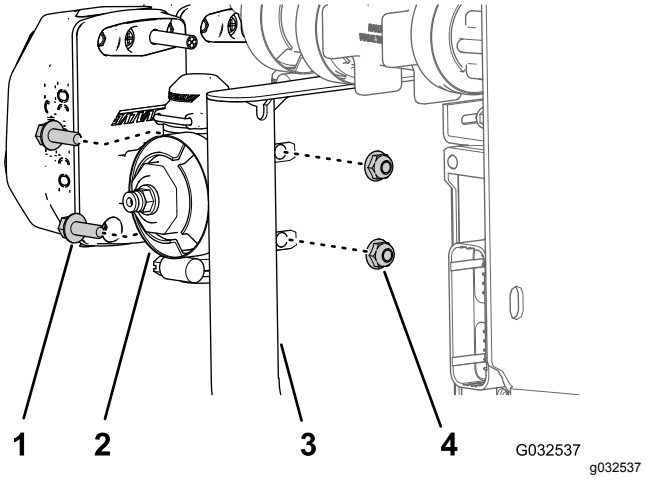

**Figur 92**
3. Monter dyseventil 10 på ventilbeslaget (Figur 92) med de 2 flangehovedbolte (1/4 x 3/4 tomme) og 2 flangelåsemøtrikker (1/4 tomme), som du afmonterede i trin 2 i Demontering af bomsektionsventilerne fra manifoldbeslaget (side 27).